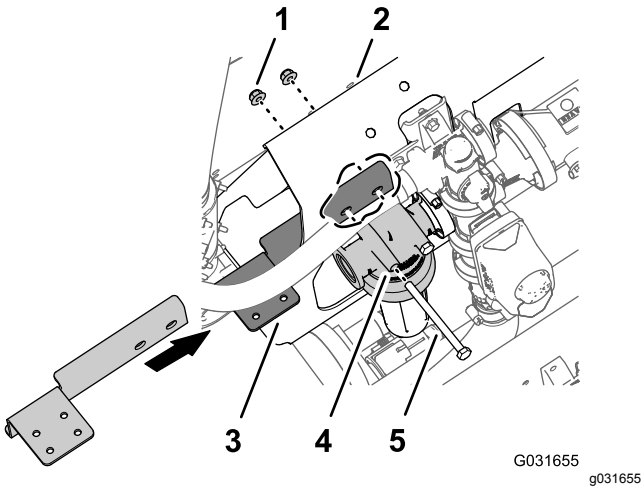

Figur 222
4. Ta bort de två flänslåsmuttrarna (5/16 tum) som håller fast filterhuvudet på grenrörsfästet (Figur 222).
5. Rikta in hålen på den långa flänsen på avstängningsventilens fäste (Toro-artikelnr 131-3725-03) med de två skruvarna (5/16 x 4 tum) på grenrörsfästets framsida (Figur 222).
6. Sätt fast avstängningsventilens fäste på grenrörsfästet och skruvarna med de två flänslåsmuttrar som du tog bort i steg 4 (Figur 222).